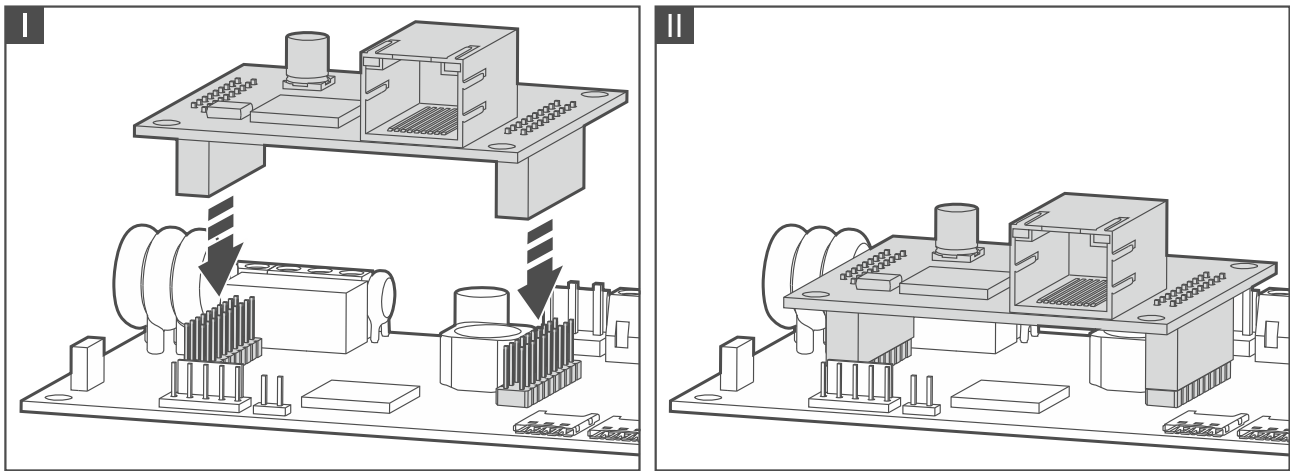

Fig. 19. Installing the GSM-X-ETH module on GSM-X LTE module electronics board.
3. Install the GSM-X-ETH module in the connectors on the GSM-X LTE module electronics board (Fig. 19).